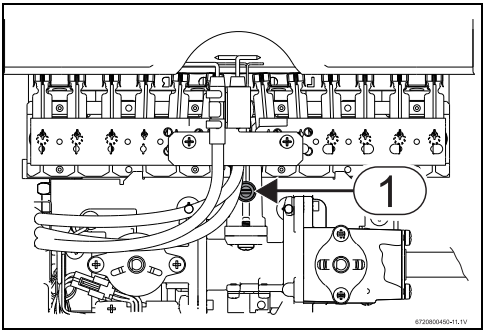

Рис. 15 Точки измерения давления
- Ослабить запорный винт (→ Рис. 15 , [1]).
- Подключить манометр в точке измерения давления на форсунке (→ Рис. 15 , [1]).